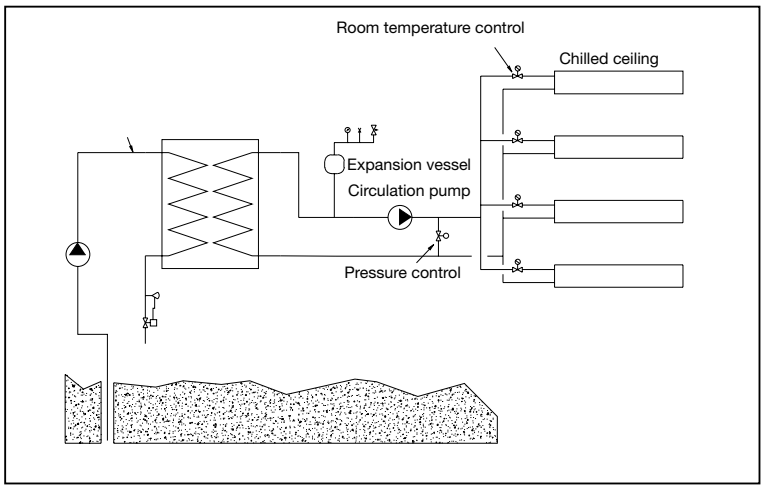

Figure 2. Flow chart, chilled ceiling with ground water cooling.
5. In installations with ground water cooling: Chilled beams/chilled ceilings with Drypac™ are very suitable for connecting to ground water cooling, as the low supply temperature can then be better utilised, thereby reducing ground water usage. (see fig. 2).